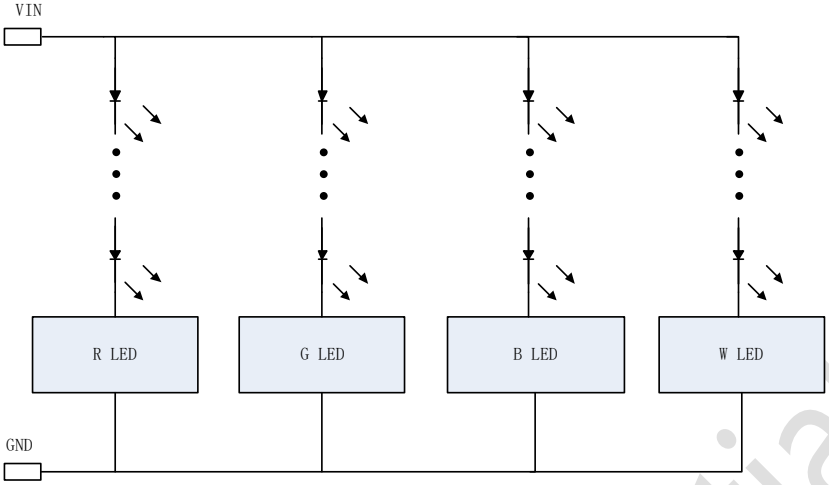

图 11.1 四路共阳连接电路示意图
5. 当系统工作在 RGBW 并联工作时，多路系统与 LEDs 模组连接推荐共阳布线，示意图见图 11.1，四路 RGBW LEDs 系统布局布线见图 11.2；